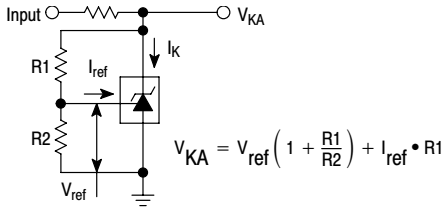

Figure 2. Test Circuit for $V_{KA} > V_{ref}$
3. The dynamic impedance Z_{KA} is defined as: $\lvert Z_{KA}\rvert = \frac{\Delta V_{KA}}{\Delta I_K}$. When the device is programmed with two external resistors, R1 and R2, (refer to Figure 2) the total dynamic impedance of the circuit is defined as: $\lvert Z_{KA}'\rvert \approx \lvert Z_{KA}\rvert \left(1 + \frac{R1}{R2}\right)$
6. The dynamic impedance Z_{KA} is defined as $\lvert Z_{KA}\rvert = \frac{\Delta V_{KA}}{\Delta I_K}$ When the device is programmed with two external resistors, R1 and R2, (refer to Figure 2) the total dynamic impedance of the circuit is defined as: $\lvert Z_{KA}'\rvert \approx \lvert Z_{KA}\rvert \left(1 + \frac{R1}{R2}\right)$